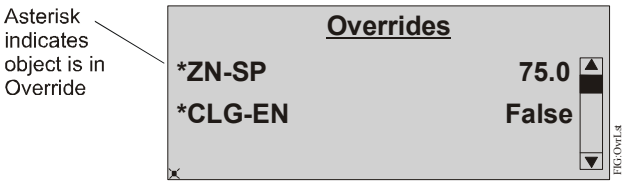

Figure 26: Overrides Page
2. Select the Overrides option. A list of all points that are currently overriden appears (Figure 26). If no points are overriden, the user message **Status: No objects are overridden** appears.